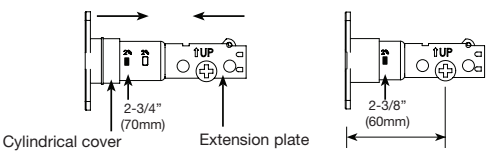

Figure 2d
d. Rotate the cylinder cover counter clockwise so that the marking aligns with the 2-3/8" (60mm) position indicator (Figure 2d).
d. Hand tighten with a Phillips Screwdriver leaving loosely connected (Figure 2d).